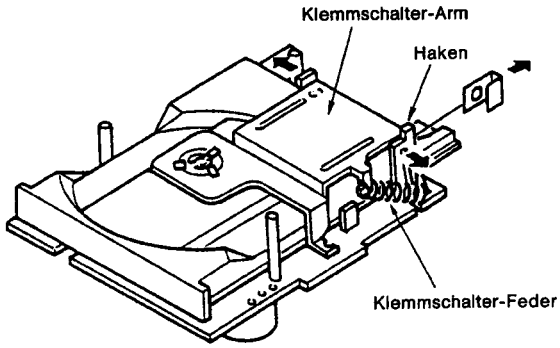

Abb. 5
2. Ausbau des Klemmschalter-Arms (Abb. 5)